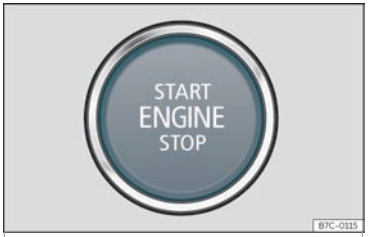

Abb. 134 Starterknopf.
• Starterknopf drücken››› **Abb. 134** ohne Gas zu geben. Für den Motorstart muss sich ein gültiger Fahrzeugschlüssel im Fahrzeug befinden. Nach dem Anlassen des Motors leuchtet der Taster START ENGINE STOP dauerhaft und zeigt so an, dass der Motor angelassen ist[1].
- Starterknopf kurz drücken››› **Abb. 134** .
Wenn das Fahrzeug entriegelt wird, blinkt der Starterknopf››› **Abb. 134** , um auf ihn aufmerksam zu machen.